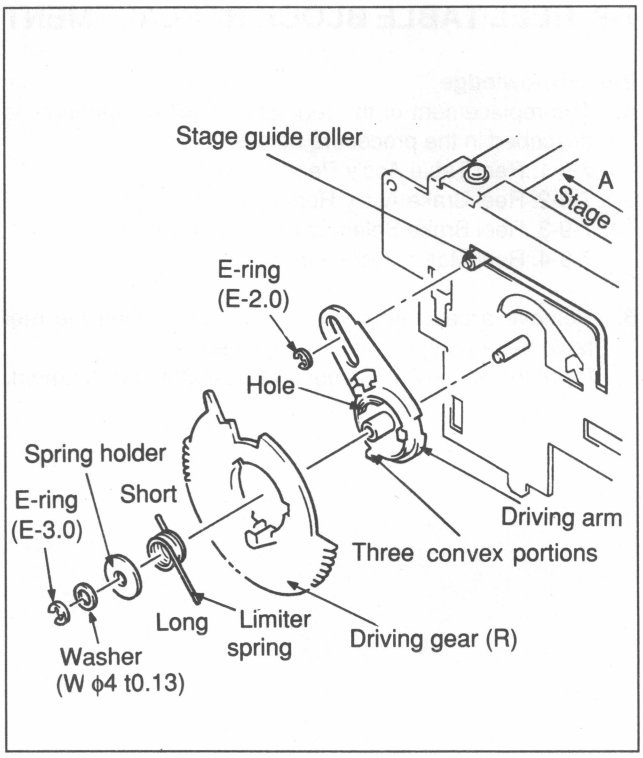

Fig. 7-8-16 Driving Gear (R) replacement and assembly
3. Driving Gear (R)/Driving Arm Replacement and Assembly (Refer to Fig. 7-8-16.)
(1) Smear Sony grease slightly to inner circumference of the driving gear (R). Wipe out the grease protruding from the inner circumference.
(2) Assemble the driving gear (R) and driving arm in the reverse order of step 2.
4. Driving Gear (R) Ass'y Installation (Refer to Fig. 7-8-16.)